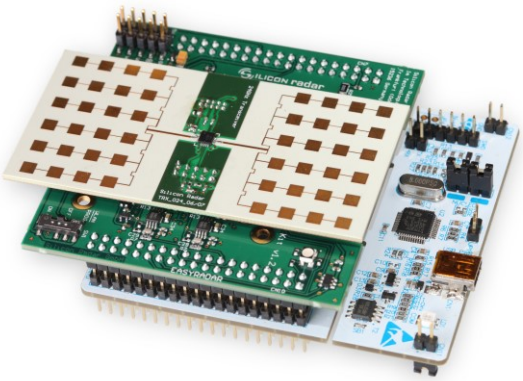
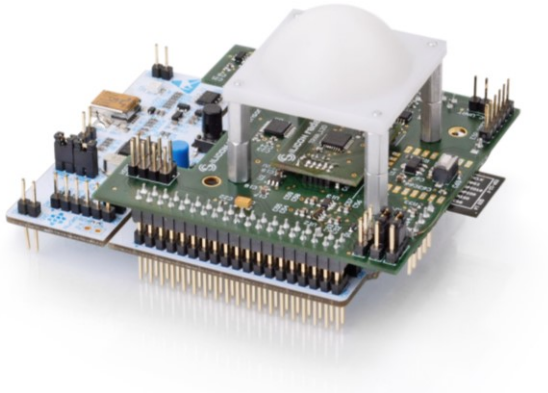

Figure 2: 24 GHz configuration
Figure 3: 122 GHz configuration with lens assembled
The SiRad Easy® Evaluation Kit consists of two radar frontends (24 GHz and 122 GHz), an evaluation baseband board, and an ST Microelectronics Nucleo64 microcontroller board that are stackable. Figure 2 and Figure 3 show the 24 GHz and the 122 GHz configurations.
The external header in Figure 2 is used to connect to the sensor board in different operating modes. In WiFi mode, the external header is used to connect the WiFi module to the microcontroller on the board. The wireless data connection setup via WiFi is explained in Section 2.1.4. In programming mode, the external header is used to program either the WiFi module or the microcontroller, please see Section 5. The external header can also be used to trigger measurements manually via the external trigger line (TR), also see Section 3.2.3.1.